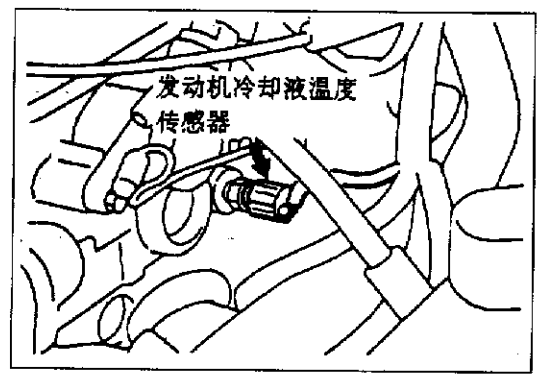

图 2－2－10
(1)拆下发动机冷却液温度传感器，如图 2－2－10 所示。